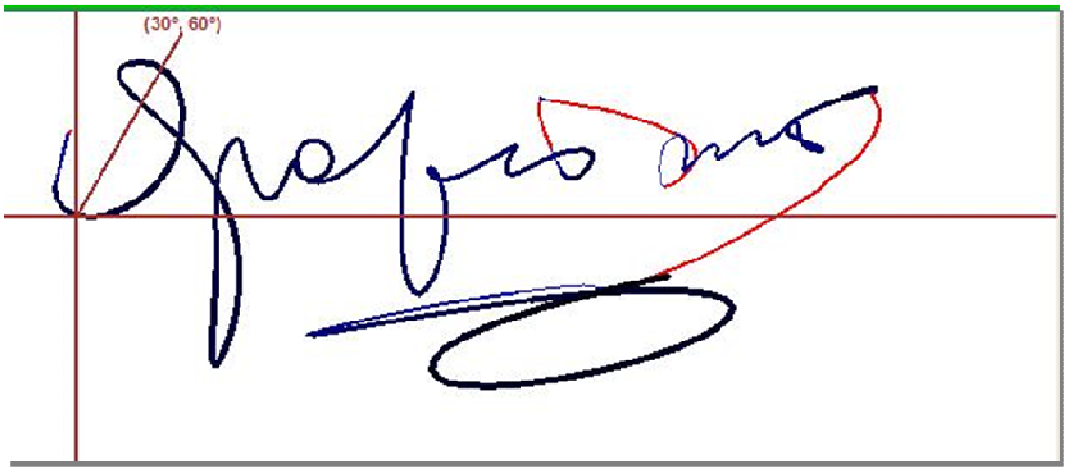

Figura 14: Detalle del grafismo en la solapa ANÁLISIS a) Ejemplo de "Dirección"; b) Ejemplo de inclinación.
A. Medición en grados (ícono compás): se debe cliquear sobre cualquier punto de la pantalla donde se quieran dibujar los ejes, y sin levantar el dedo del mouse, se mueve hacia el punto donde se desean determinar los ángulos que se buscan medir en grados. Se mostrarán los grados hacia ambos ejes (Figura 14 a y b).